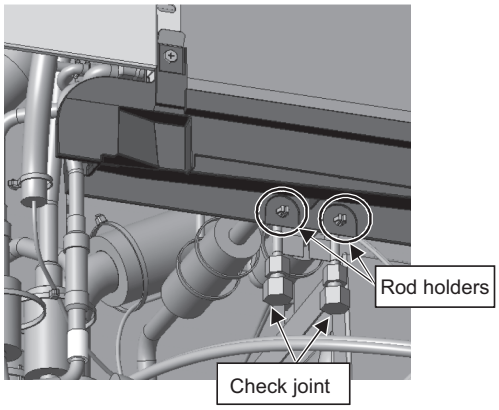

Figure 8
(2) Hold the check joints to the drain pan with two rod holders. (See Figure 8.)